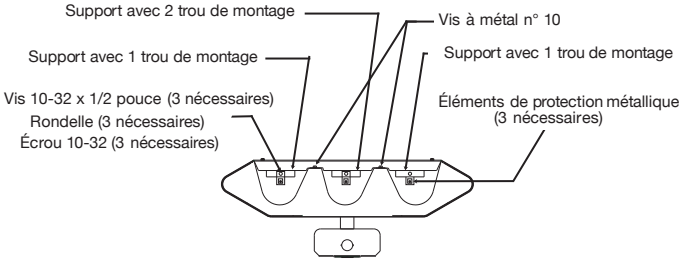

**Figure 9**
1. Retirez le cache du terminal de chaque côté du radiateur pour accéder aux blocs de terminaux. Desserrez l'écrou hexagonal n° 10 du terminal, puis fixez une extrémité de l'élément comme indiqué sur la Figure 8. Avec une extrémité de l'élément au terminal, glissez l'isolant par dessus la protection métallique et attachez l'autre extrémité de l'élément. Complétez le montage comme indiqué sur la Figure 9 en utilisant le support avec un seul trou de montage (jetez les supports avec deux trous de montage).